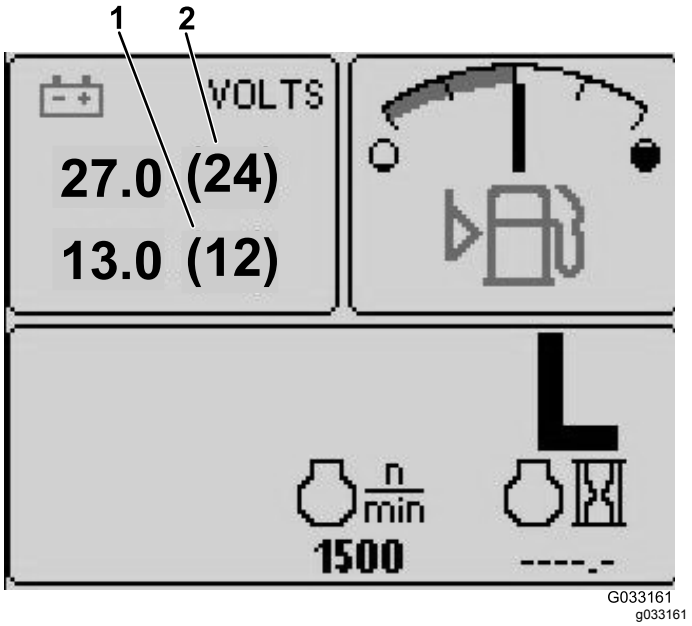

**Figur 17**
- 12 V batterispændingsindikator – øverste venstre skærm (Figur 17)
- 24 V batterispændingsindikator – øverste venstre skærm (Figur 17)
Denne visning viser både 12 V og 24 V batterispændingen (Figur 17).